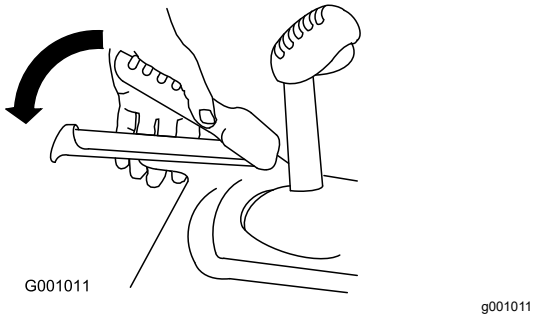

Figur 10
3. Pressa ned det vänstra reglaget (drivningsreglaget) till handtaget (Figur 10).
6. Pressa ned det vänstra reglaget (drivningsreglaget) till handtaget (Figur 10).